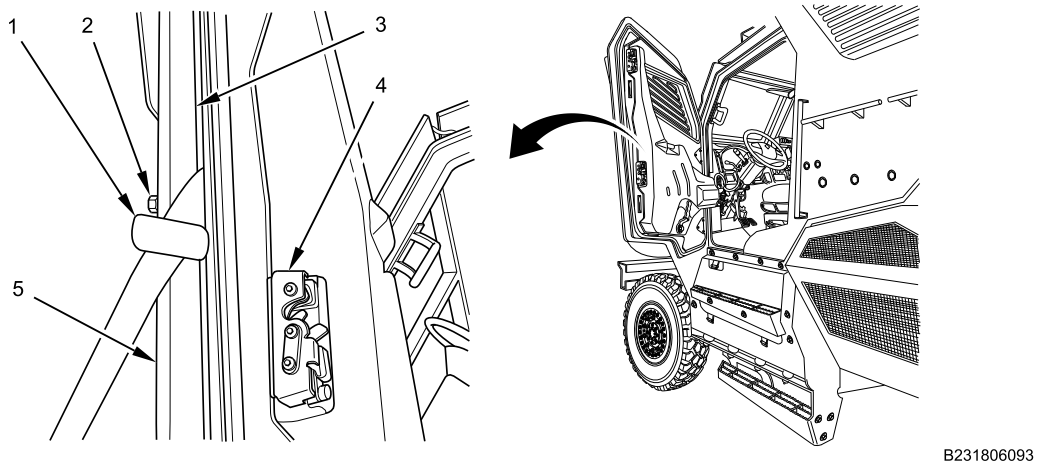

Figure 1. Door Armor Plate.
1. Using rolling head pry bar, push end of lifting strap (Figure 1, Item 1) through opening between door (Figure 1, Item 3) and door armor plate (Figure 1, Item 5) near lower door latch plate (Figure 1, Item 4), and around armor plate bolt (Figure 1, Item 2).
2. Using rolling head pry bar, pull end of lifting strap (Figure 1, Item 1) around armor plate bolt (Figure 1, Item 2) until both ends of lifting strap protrude through opening between door (Figure 1, Item 3) and door armor plate (Figure 1, Item 5).
3. Insert one end of lifting strap through loop of other end and pull to tighten lifting strap (Figure 1, Item 1) around armor plate bolt (Figure 1, Item 2).